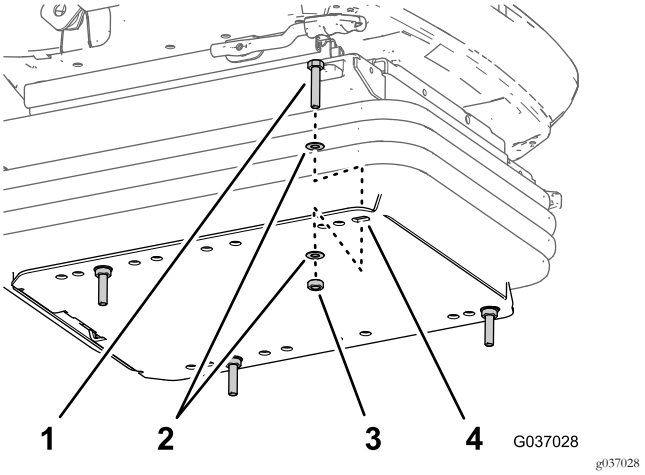

Bild 14
2. Setzen Sie die vier Kopfschrauben (8 mm x 40 mm), acht Scheiben (8 mm x 17 mm) und vier Muttern (normal, 8 mm) in die Löcher im Flansch der Bodenplatte (Bild 14) ein, die Sie in Schritt 1 ermittelt haben.